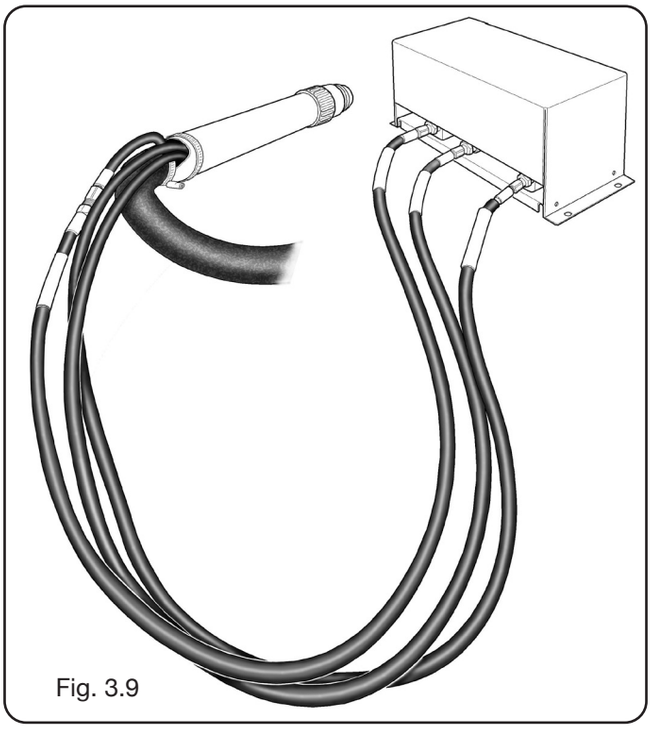

Fig. 3.9
• Conectar el haz de tubos que sale de la antorcha a la consola de válvulas PVC (Art. 469), apretándolos en las respectivas salidas de los gases y siguiendo el orden indicado por la marca en los mismos (véase Fig. 3.9).